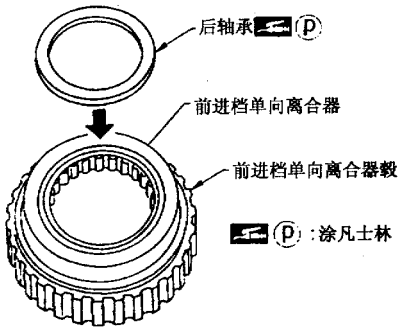

图 9－13－132
(3) 在止推垫圈上涂凡士林，如图 9－13－133 所示，止推垫圈的爪与后齿圈的孔相对，装上止推垫圈。